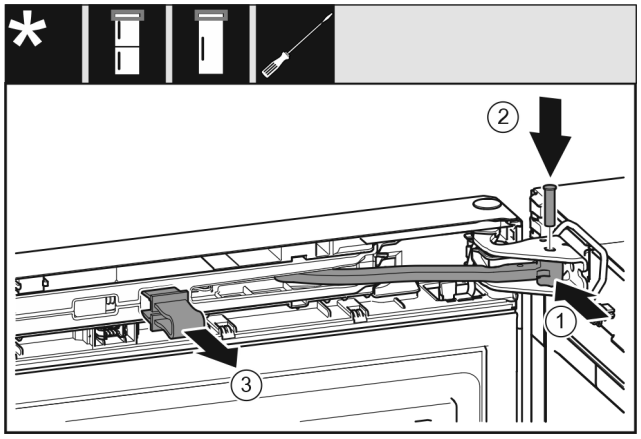

Fig. 72
- ▶ Rotiți articulația *Fig. 72 (1)* în suportul de lagăr.
- ▶ Introduceți bolțul *Fig. 72 (2)* în suportul de lagăr și articulație. Urmăriți ca respectiva camă de fixare să fie așezată corect în canelură.
- ▶ Detașați siguranța *Fig. 72 (3)*.